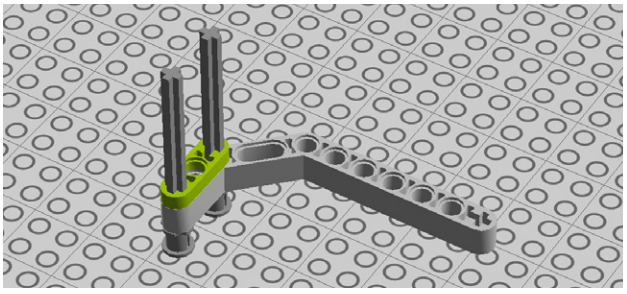

Figure 7-67. *Step 60: Adding the lever*
60. Add a 3M Techic lever (Figure 7-67).